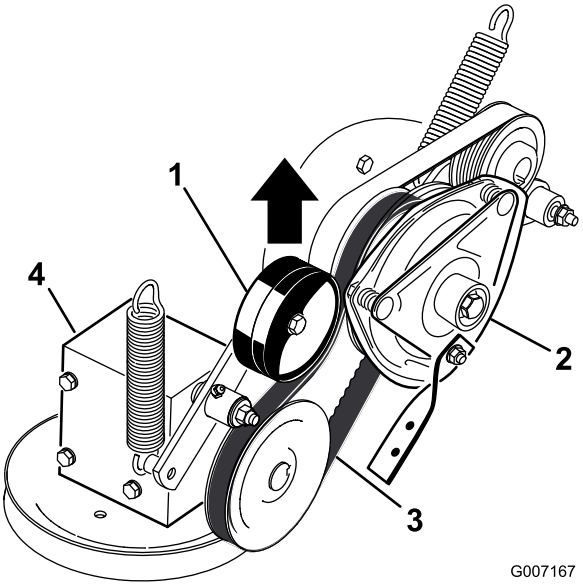

Figur 59
5. Træk op i den fjederbelastede styreremskive for kraftudtagets drivrem, og fjern remmen fra koblingsremskiven (Figur 59).
17. Træk op i den fjederbelastede styreremskive for kraftudtagets drivrem, og monter den på koblingsremskiven (Figur 59).